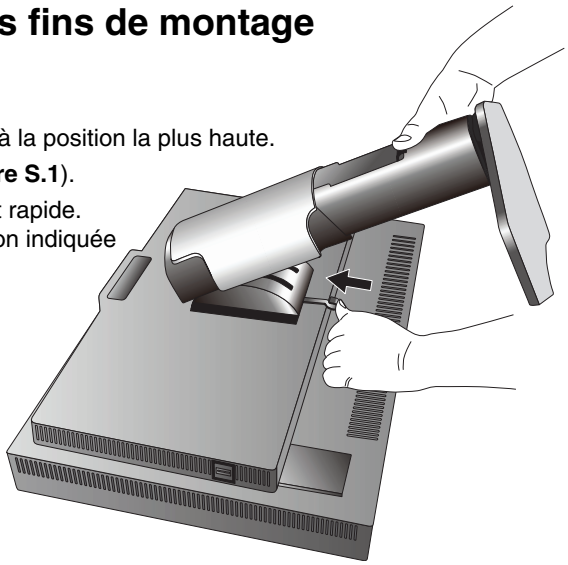

Figure S.1
3. Placez le moniteur face vers le bas sur une surface non abrasive (**Figure S.1**).
Appuyez sur le levier à dégagement rapide et tournez-le dans la direction indiquée par les flèches (**Figure S.1**).
5. Soulevez le support pour le décrocher du moniteur (**Figure S.1**).